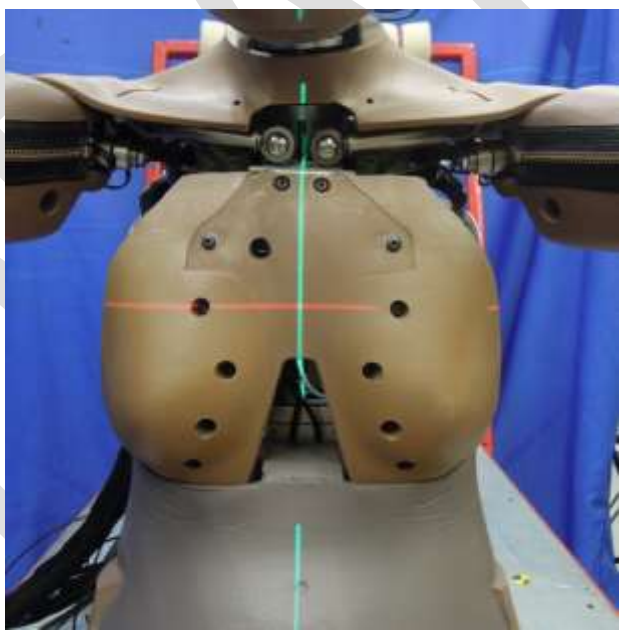

Figure 4-1. Vertical and lateral alignment of impact location.
4.5.6 Adjust the table height or impactor height so that the center of the impact face is at the vertical level of the center of the third rib anteriorly, as indicated by the attachment bolts of the left and right upper thorax IR-TRACC assemblies (Figure 4-1).
4.5.7 Align the vertical centerline of the probe with the midsagittal plane of the dummy (Figure 4-1). The midsagittal plane can be visualized using the center of the bottom face load cell detent on the head skin, the midpoint between the IR-TRACC attachment bolts, the umbilicus detent on the abdomen, and the pelvis flesh at the pubic symphysis.